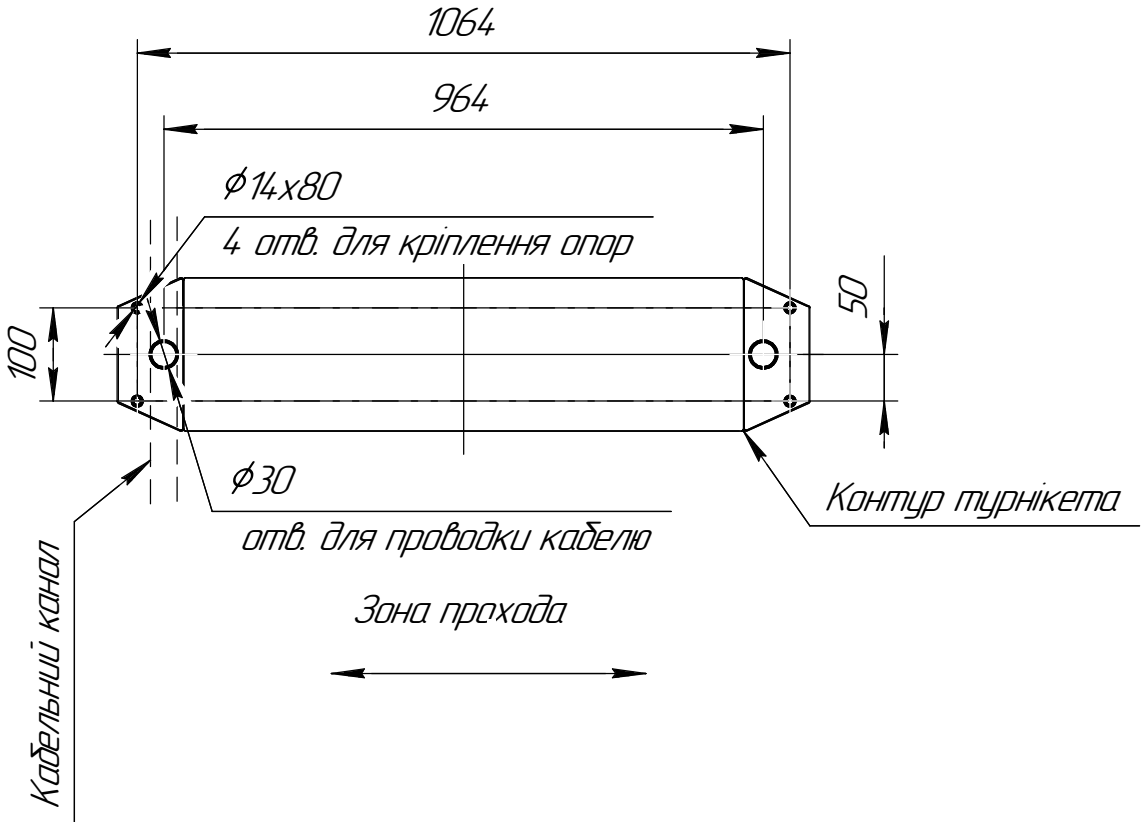

Рис. 8
2) Підготувати в підлозі отвори під кріпильні елементи (див. рис. 8) і паз для прокладки кабелів.